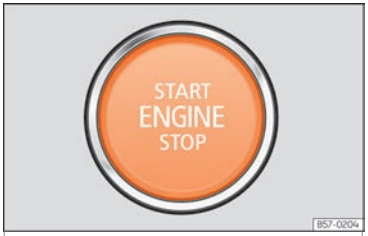

Fig. 137 In the lower part of the centre console: start button.
- Press the starter button ››› Fig. 137; do not press the accelerator. There needs to be a valid key inside the vehicle for the engine to start. After starting the engine, the lighting of the START ENGINE STOP button changes to steady lighting, indicating that the engine has started.
- *Vehicles with start buttons:* Briefly press the start-up button ››› Fig. 137.